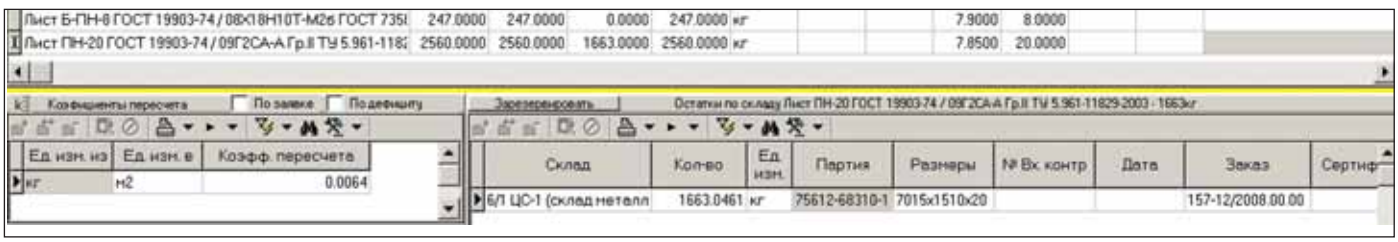

Рис. 5. Анализ и резервирование остатков
- анализировать свободные остатки по складу и при необходимости резервировать (закреплять) свободные остатки ТМЦ на заказ (рис. 5).